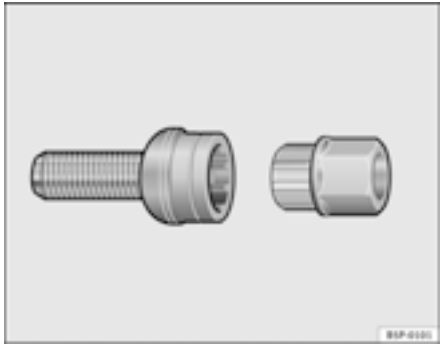

Fig. 174 Anti-theft wheel bolt ▶
– Insert the adapter onto the wheel bolt and push it on as far as it will go ⇒ page 236, fig. 174.